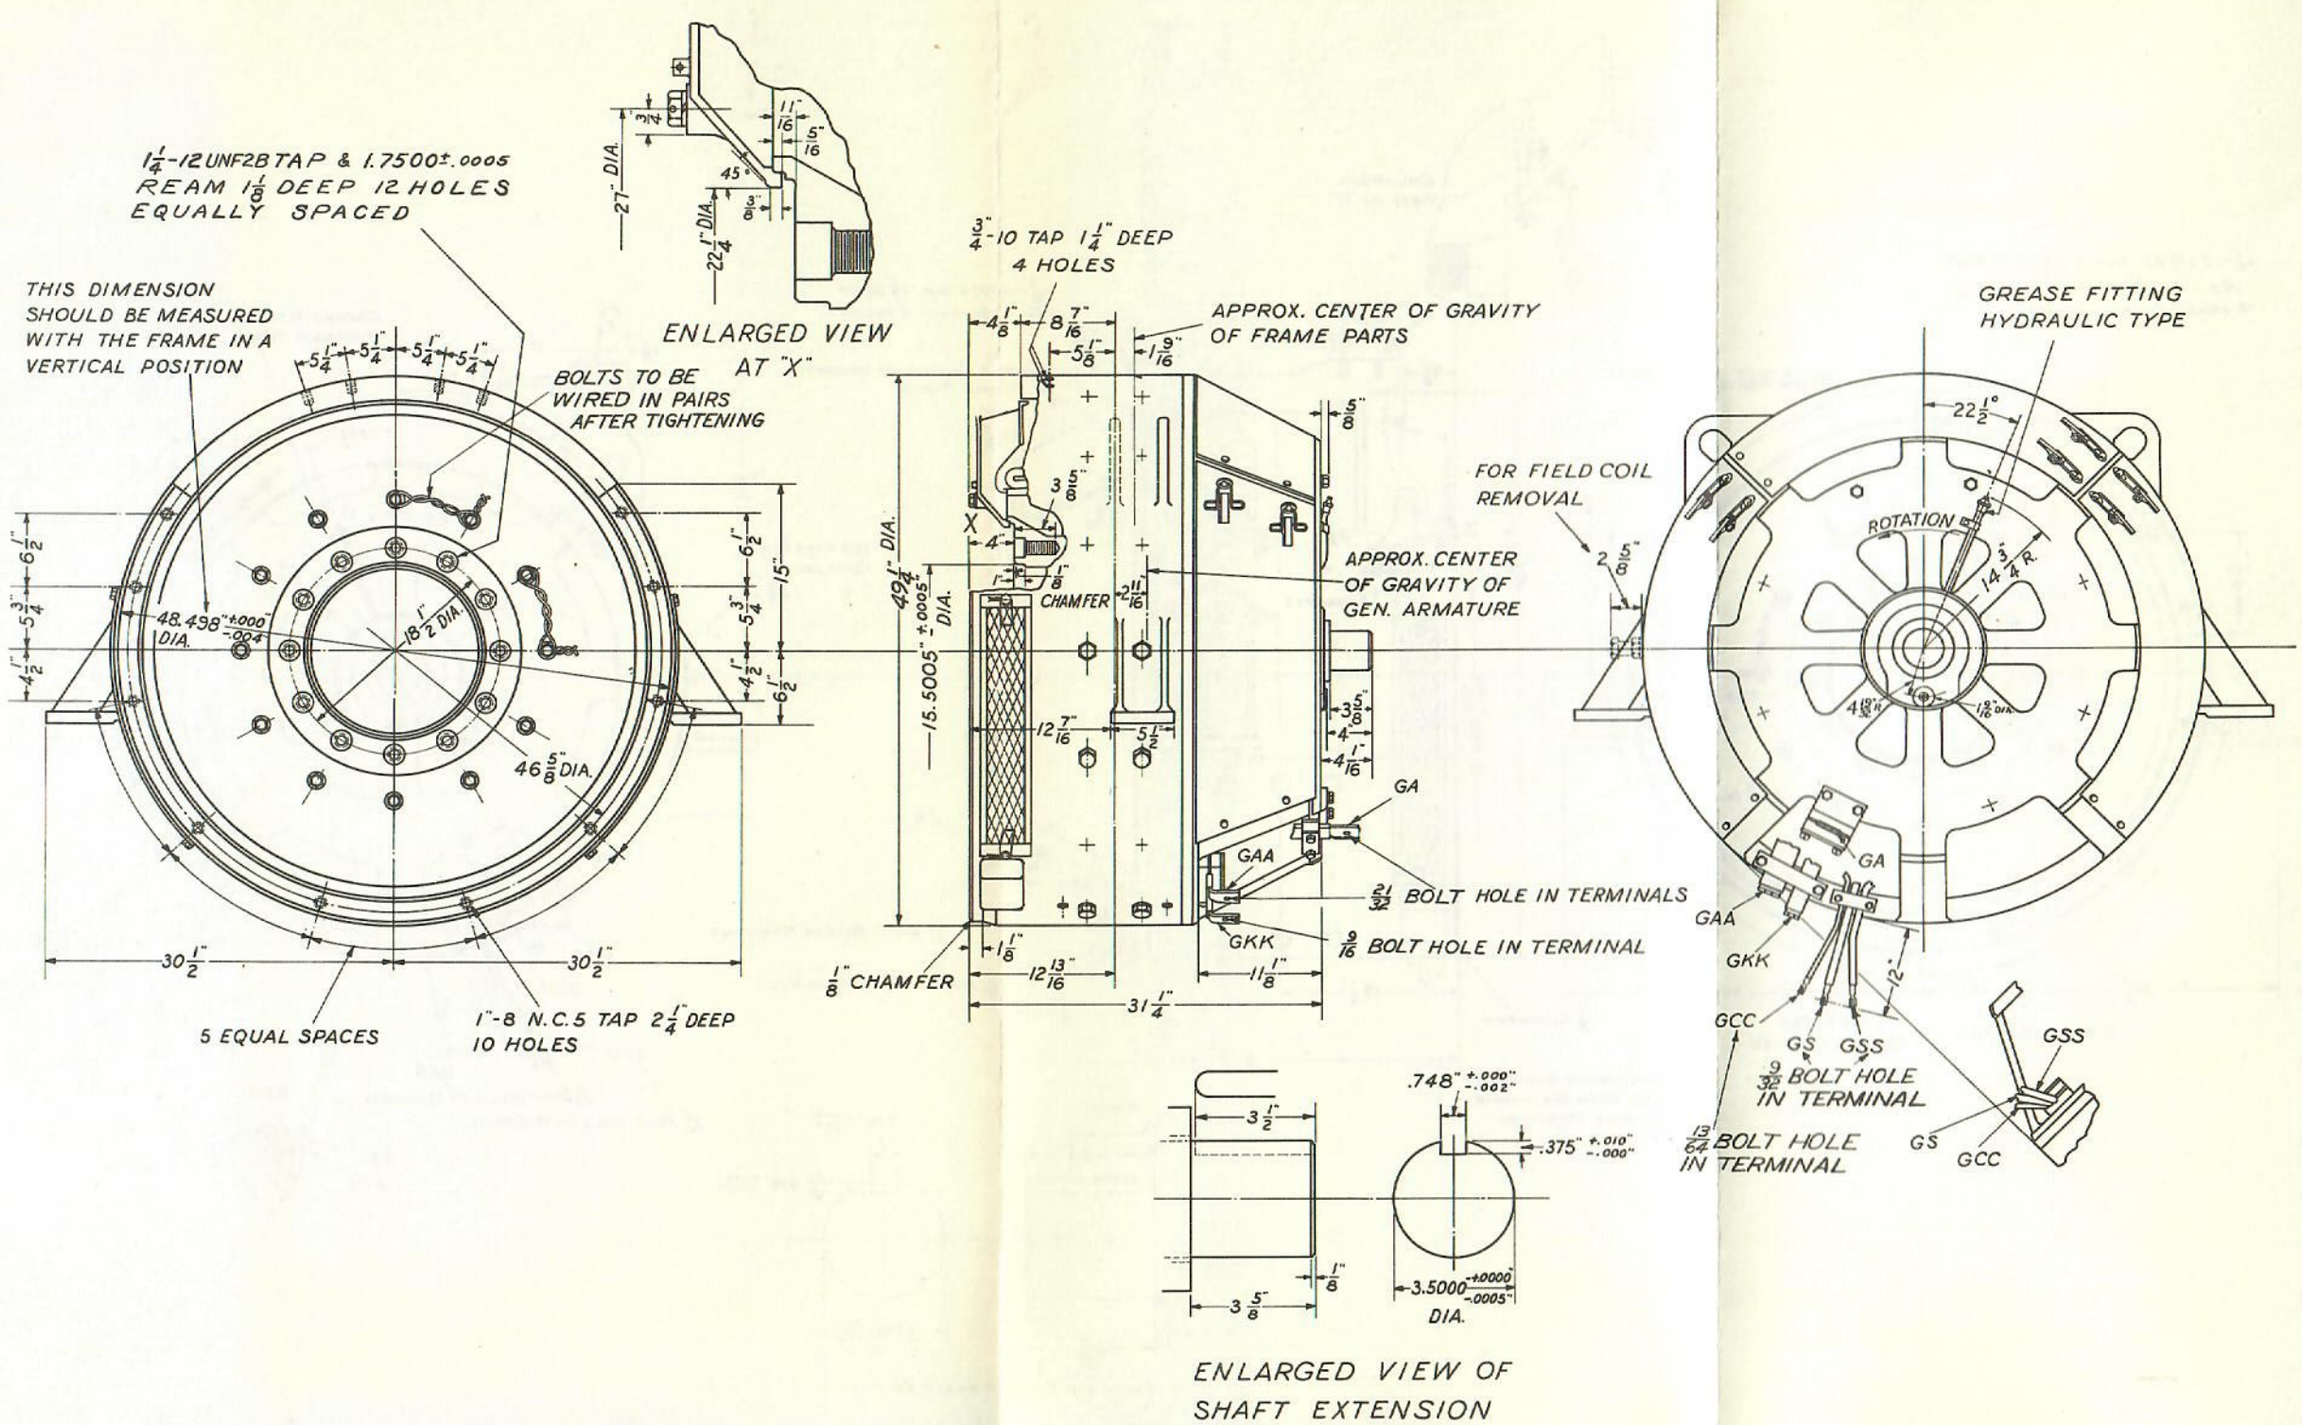

Fig. 10-9
6. Assemble fan on coupling flange and, after tightening bolts, wire bolt heads together in pairs. See outline, Fig. 10-9 or Fig. 11-9.